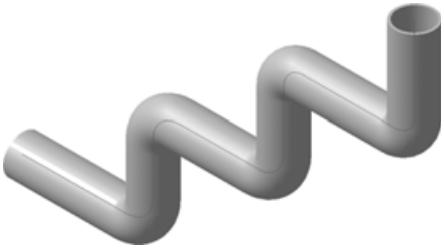

Рис. 8.56
- В окне модели система выполнит построение трубы (рис. 8.56). С помощью команды **Вид | Скрыть эскизы** отключите отображение эскизов.